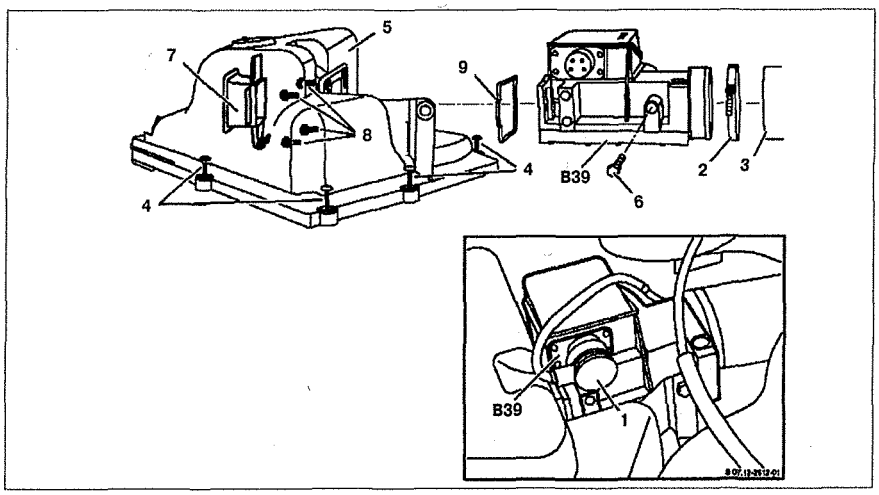

Рис. 4.57. Расходомер воздуха:
1. Отсоедините разъем проводки **1** от расходомера воздуха **B39** (см.рис.4.57).